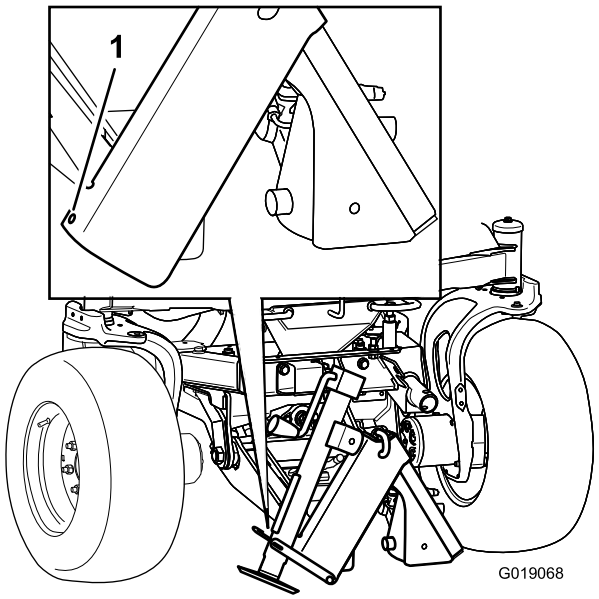
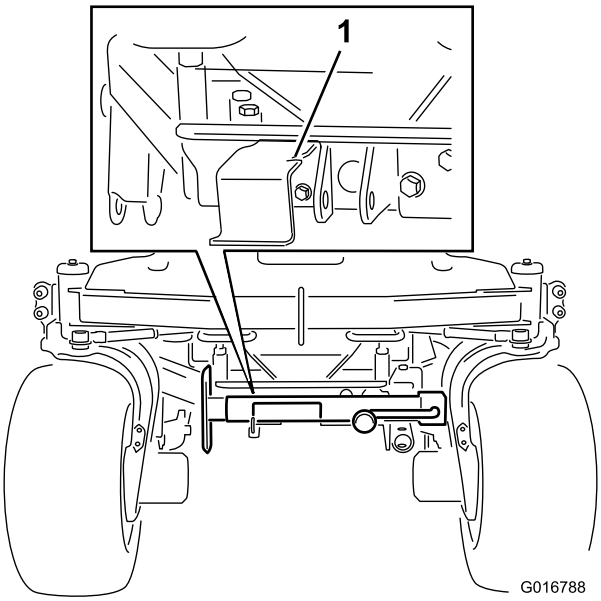

Figura 9
Figura 10
2. Insira o pino roscado (não mostrado) através do furo lateral do cubo do macaco e furo na patilha e prenda o macaco com a corda (Figura 9 ou Figura 10).